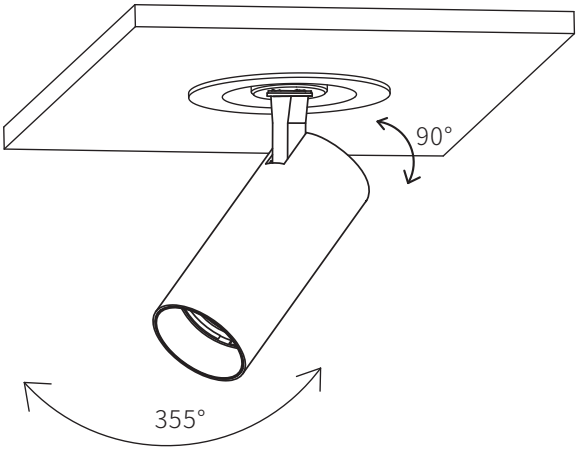

图4
4、调节好灯头的照射方向, 水平方向可顺时针（逆时针）旋转355°，灯体下半部可调整90°；（如图4）打开电源开关即可使用。